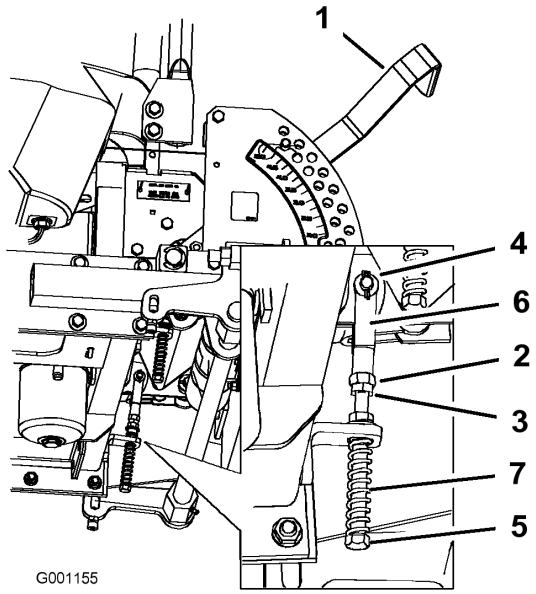

Figure 63
8. Si un réglage s'impose, desserrez l'écrou et l'écrou de blocage vissés contre la chape (Figure 63).
9. Appliquez une légère pression à l'arrière du levier, et tournez la tête du boulon de réglage dans le sens voulu pour centrer le levier à la position de verrouillage du point mort (Figure 63).
10. Serrez l'écrou et l'écrou de blocage (Figure 63).